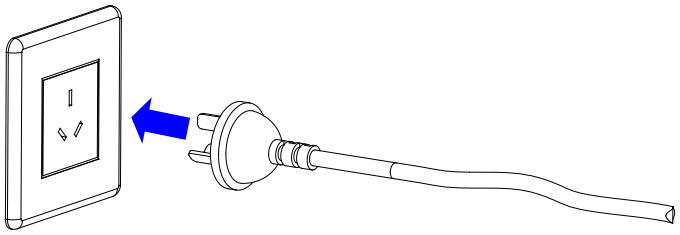

Figure 2-8 Plug the Power Cord
3. Plug the male end of the power cord into a live wall outlet. See Figure 2-8.